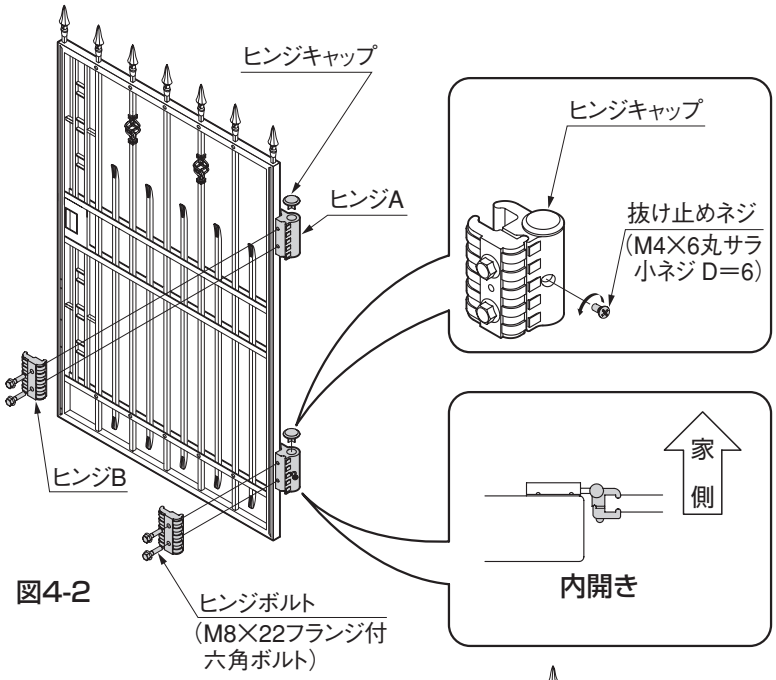

図4-2
❶「カバー取付ネジ」をゆるめて、ヒンジのカバーを取外してください。
❷ヒンジを図4-2を参照して、門扉の吊元側の溝に合わせヒンジAとヒンジBで挟み、「ヒンジボルト」で固定してください。